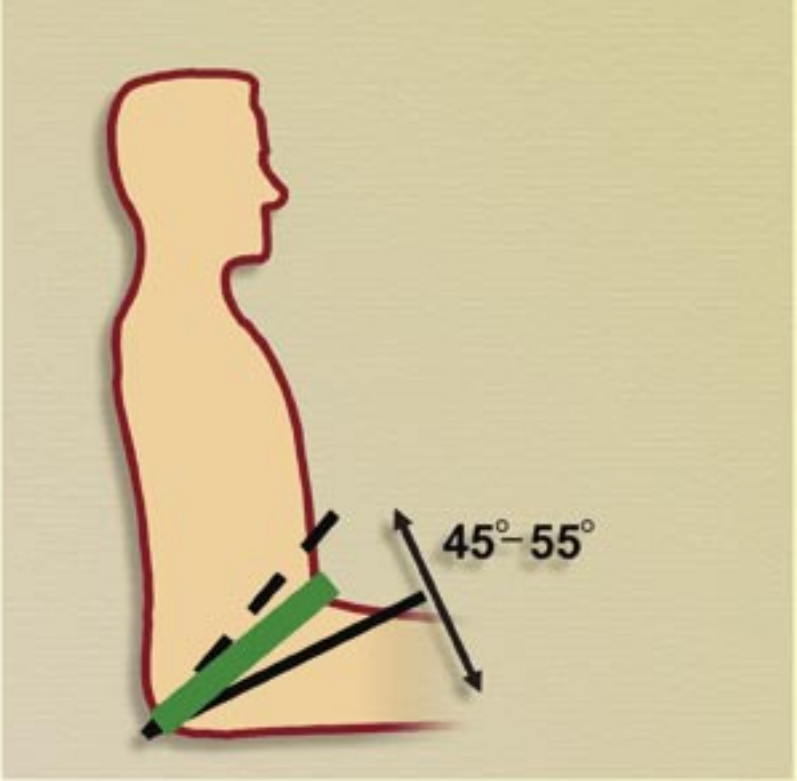

Figure 3. **Correct lap belt positioning.**
(2) Seat harness. The lap belt of the seat harness should be placed low over the pelvis and, ideally, the angle in relation to the seat pan should be 45-55 degrees (Figure 3). This ensures that accident forces are directed through a strong part of the body, not into the soft parts of the lower abdomen. Also, this limits the possibility of submarining under the belt.